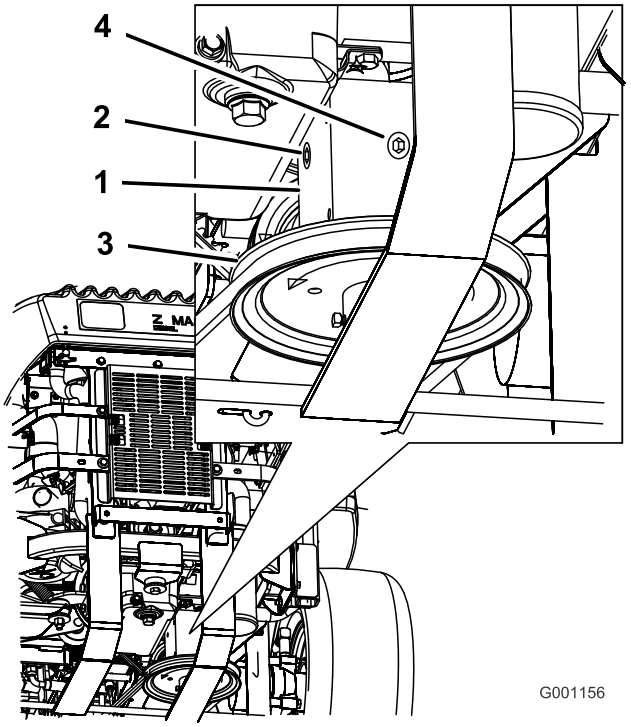

Figur 46
4. Fjern proppen på siden af eller bag på gearkassen. (Figur 46).